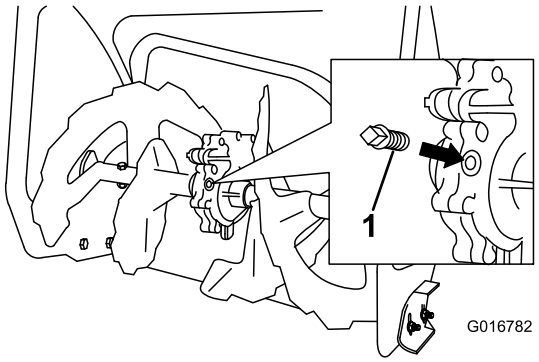

Figura 46
2. Pulite l'area circostante il tappo del tubo (Figura 46).